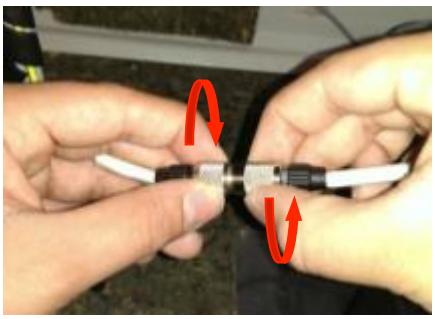

Abb. 2.12.2
2. Antennenempfangskabel Grau (ohne weisse Markierung) ineinander stecken, auf Kerbung achten. Dann gegeneinander in Uhrzeigersinn drehen gemäss (Abb. 2.12.2).